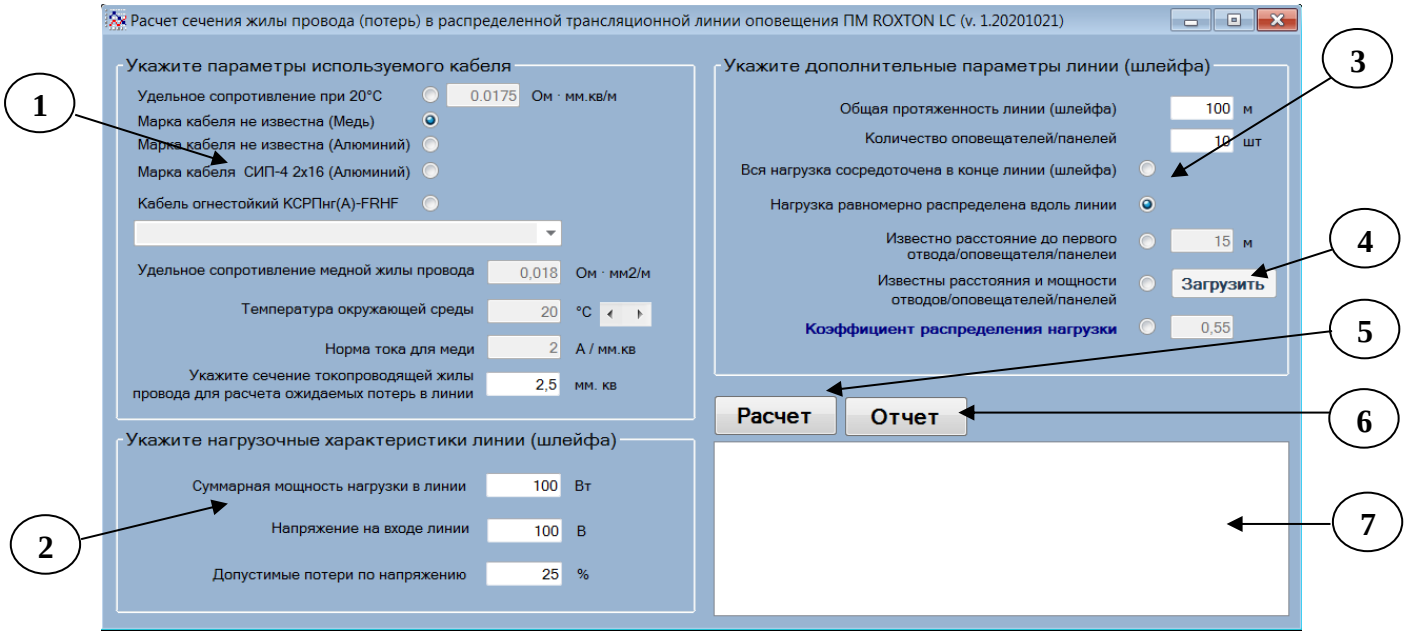

Рис.1. Внешний вид ПМ ROXTON LC (v. 1.20201021).
Внешний вид ПМ изображен на рис.1 и включает следующие основные блоки:
9) Нажмите кнопку “Расчет” (5), рис.1.
10) В окне 7, рис.1, появятся результаты расчета.
11) Для расчета нажмите кнопку (7) “Расчет”, рис.1.
12) Для формирования отчета нажмите кнопку (6) “Отчет”, рис.1.